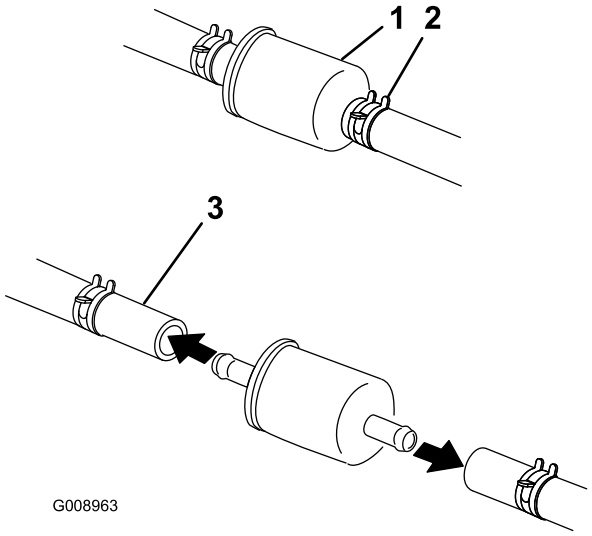

Figure 57
5. Fermez le robinet d'arrivée de carburant sous le siège (Figure 57).
6. Pincez les extrémités des colliers et faites glisser ceux-ci pour les éloigner du filtre (Figure 57).
8. Posez un filtre neuf et rapprochez les colliers de fixation du filtre (Figure 57).